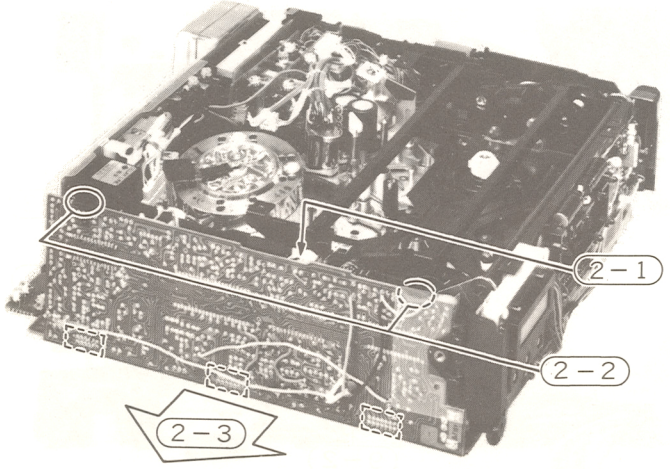

**Fig. 11 Servo PC Board**
**2. Servo PC Board (Fig. 11)**